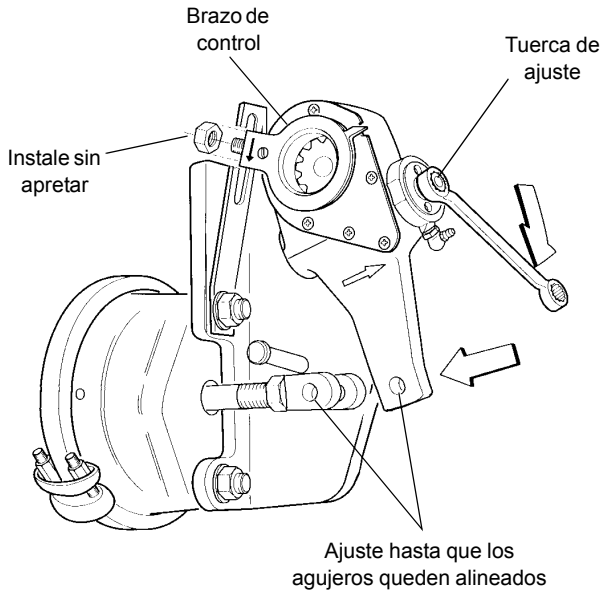

FIGURA 8-52
4. Gire la tuerca hexagonal de ajuste en sentido horario hasta que el agujero del brazo del ajustador de holgura quede alineado con el agujero de la horquilla (vea la Figura 8-52).